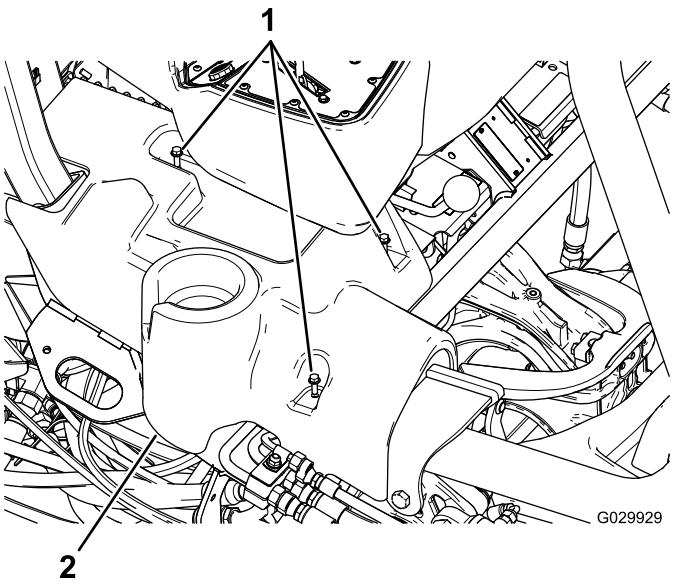

Bild 12
1. Fluchten Sie die Schraubenlöcher in der neuen rechten Konsole mit den Schraubenlöchern an der Maschine aus (Bild 12).